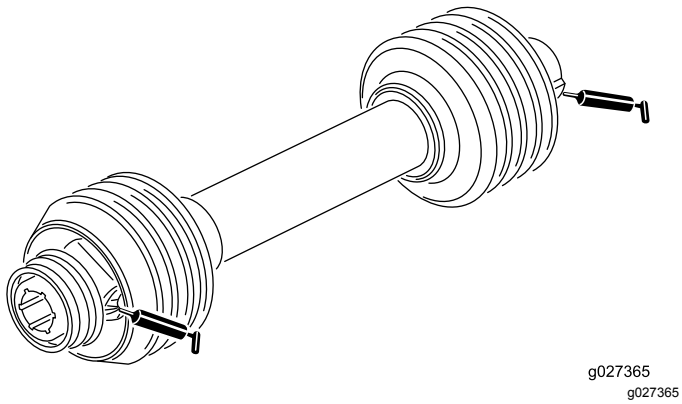

Figur 10
2. Smörj nipplarna på fläktaxellagren så som visas i Figur 10 med fett nr 2 på litiumbas.
Smörj de två nipplarna på drivaxellagren så som visas i Figur 10 med fett nr 2 på litiumbas.